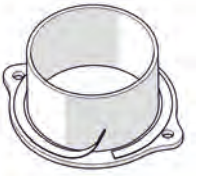

Рисунок 7.
2. Со стороны патрубка на коннектор приклеить самоклеящуюся ленту из стекловолокна, входящую в комплект поставки, отрезать излишек (см. рисунок 7).